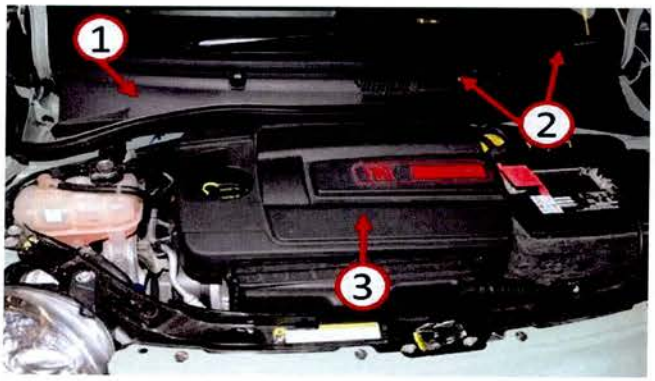

Fig. 2 Disassembly
1. Remove both front wiper arms (2) (Fig. 2). Refer to the detailed procedures available in DealerConnect >TechCONNECT > under: Service Info > 08-Electrical > Wipers/Washers > Arm, Wiper > Removal > Front.
2. Remove the cowl panel cover (1) (Fig. 2). Refer to the detailed procedures available in DealerConnect >TechCONNECT > under: Service Info > 23-Body > Exterior > Cover, Cowl Panel > Removal.
3. Remove the engine cover (3) (Fig. 2).